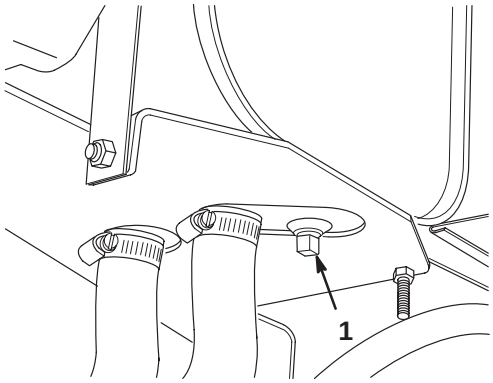

**Figure 41**
1. Remove the drain plug from the reservoir (Fig. 41) and let hydraulic oil flow into a drain pan. Reinstall and tighten the plug when hydraulic oil stops draining.